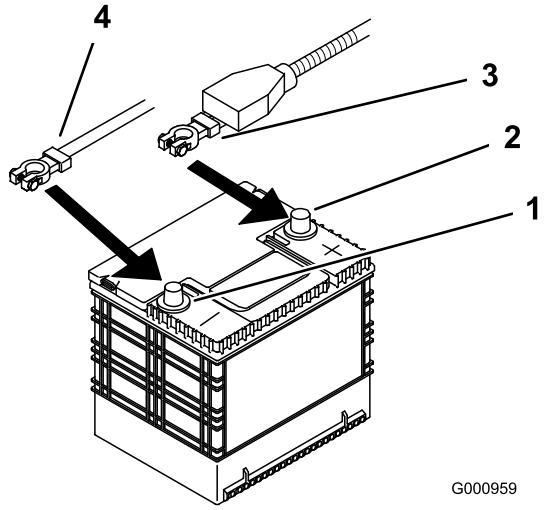

**Figuur 53**
4. Maak eerst de minkabel los van de minpool (–) van de accu (Figuur 53).
5. Schuif het rode stofkapje voor de accupool van de pluspool (rood) van de accu. Verwijder vervolgens de pluskabel (rood) van de accu (Figuur 53).
4. Bevestig de kabels met 2 bouten (1/4 x 3/4 inch), 2 ringen (1/4 inch) en 2 borgmoeren (1/4 inch) (Figuur 53).